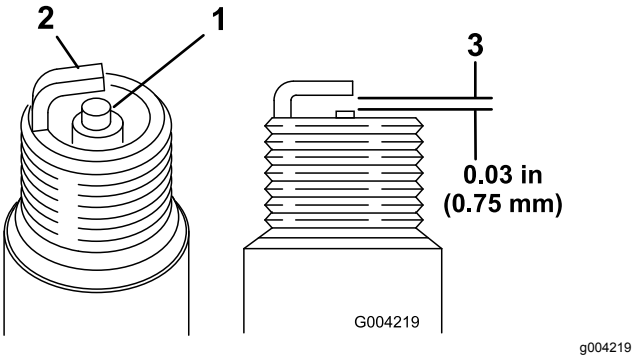

Rysunek 51
1. Przyjrzyj się środkowi obu świec zapłonowych (Rysunek 51). Jeżeli widzisz, że izolator lekko pobrązowiał lub poszarzał, silnik działa poprawnie. Czarny nalot na izolatorze zazwyczaj oznacza, że filtr powietrza jest brudny.
2. Należy sprawdzić odstęp między centralną i boczną elektrodą (Rysunek 51).
3. Należy przechylić boczną elektrodę (Rysunek 51), gdy odstęp nie jest właściwy.